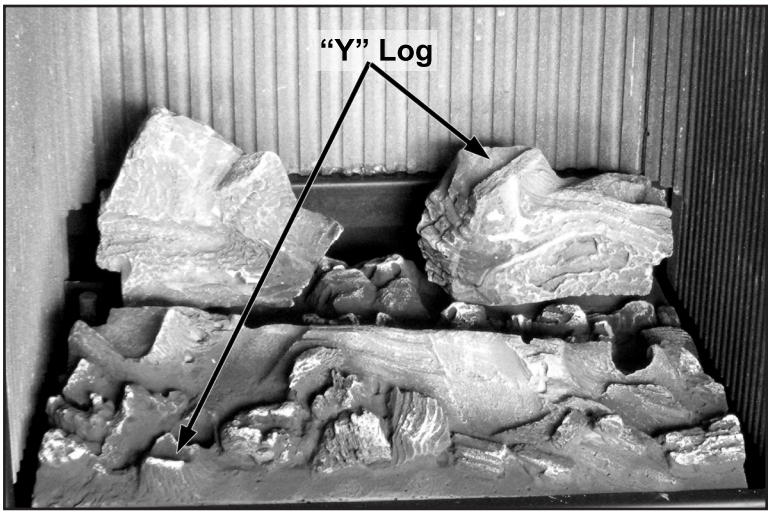

Figure 51: Log Placement of "Y" Log.
3. Place the bottom of the "Y" Log in the ledge at the front left of the burner and the top of the log rests on the Right Rear Log Chunk as shown in Figure 51 and 52.